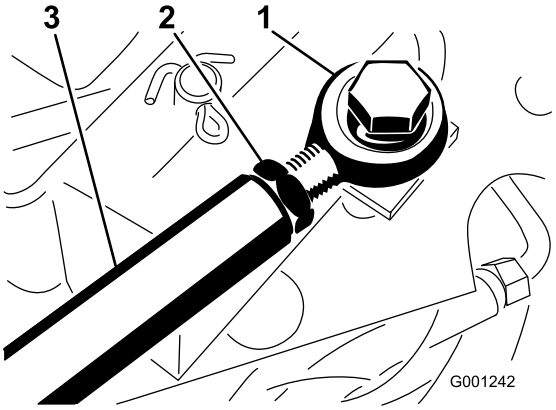

Figur 68
3. Justera drivstången om mer justering krävs (Figur 68), enligt följande: